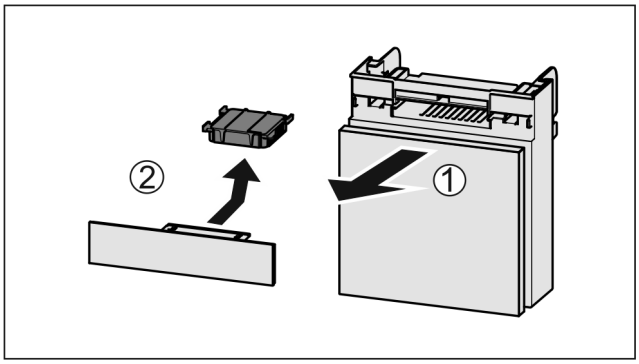

Fig. 132
▶ Vedä lokero etukautta pois *Fig. 132 (1)*.
▶ Poista aktiivihiilisuodatin *Fig. 132 (2)*.